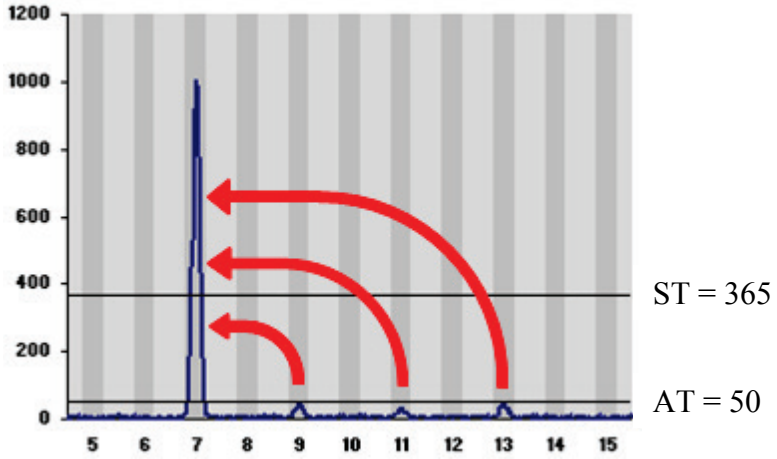

Figure 21
- At a locus with a single allele, one allele less than 1095 RFU *could* be paired with three alleles less than 50 RFU, as illustrated in Figure 21 below.